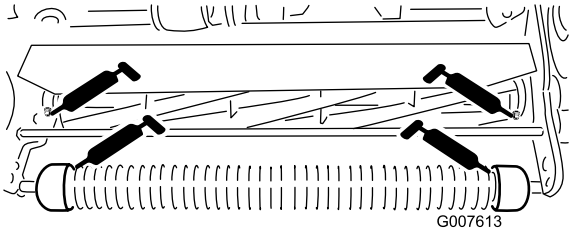

Rysunek 17
- 2 na przedniej rolce (Rysunek 17)
- 2 na tylnych łożyskach (Rysunek 17)